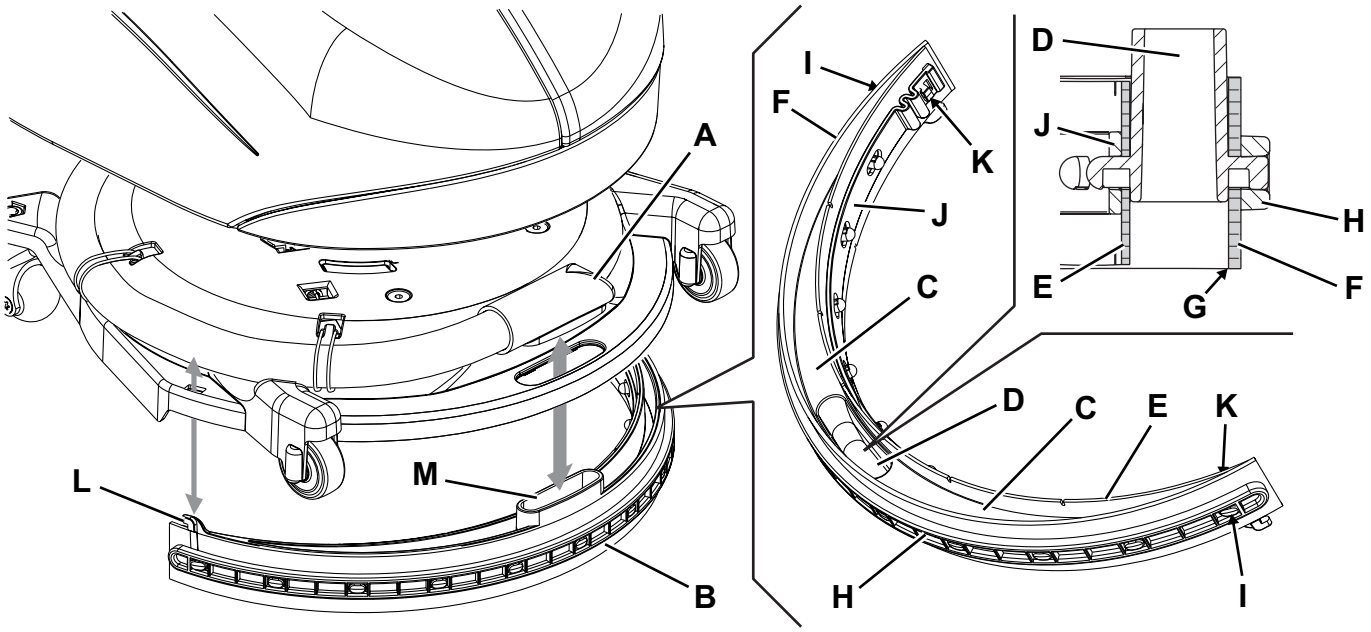

Figure 6
2. Contrôler que la manette (31) du sélecteur de fonctions soit en position « 0 » et débrancher le connecteur de la batterie (7).
3. Tourner la tête porte-brosse / plateau support disque (12) dans le sens contraire aux aiguilles d'une montre jusqu'à fin de course.
4. Déconnecter le tuyau d'aspiration (A, Fig. 6) de l'embouchure.
5. Dégager l'embouchure (B) de la tête.
6. Laver et nettoyer l'embouchure. Nettoyer en particulier les compartiments de convoyage (C) et l'orifice d'aspiration (D) de la saleté et des déchets.
7. Contrôler que la lamelle en caoutchouc avant (E) et la lamelle en caoutchouc arrière (F) sont intactes et qu'elles ne présentent pas de coupures ou déchirures ; dans le cas contraire, les remplacer (voir la procédure au paragraphe suivant).
2. Contrôler si la lamelle en caoutchouc avant (E, Fig. 6) et la lamelle en caoutchouc arrière (F) sont intactes et qu'elles ne présentent pas de coupures ou déchirures ; en cas contraire, les remplacer selon les instructions suivantes. Contrôler que l'arête (G) de la lamelle en caoutchouc arrière n'est pas usée ; en cas contraire, tourner la lamelle en caoutchouc, en remplaçant l'arête usée avec l'une des trois arêtes intactes. Si toutes les arêtes sont usées, remplacer la lamelle en caoutchouc en procédant comme suit :
- Dégager la barre élastique de fixation (H) des dispositifs de retenue (I).
- Remplacer (ou renverser) la lamelle en caoutchouc arrière (F), puis remonter la barre élastique de fixation.
- Dégager la barre de fixation (J) des dispositifs de retenue (K).
- Remplacer (ou renverser) la lamelle en caoutchouc avant (E), puis remonter la barre de fixation.
3. Installer l'embouchure (B) en insérant avec soin les crochets (L) et l'orifice d'aspiration (M) dans les logements de la tête porte-brosses.
4. Connecter le tuyau d'aspiration (A) à l'embouchure.